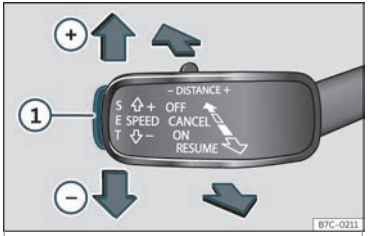

Fig. 210 Á esquerda da columna da dirección:teclas para manexar o limitador de velocidade.
• Durante a marcha, prema a tecla **SET** ››› **fig. 210** ①.
• Prema a tecla **SET** ››› **fig. 210** ① para reducir a velocidade en pasos pequenos de 1 km/h (1 mph).
Se desexa desactivar temporalmente o limitador de velocidade, por exemplo, para adiantar, desprace a panca cara ao punto de presión **CANCEL** ou prema a tecla ››› **fig. 210** ②.